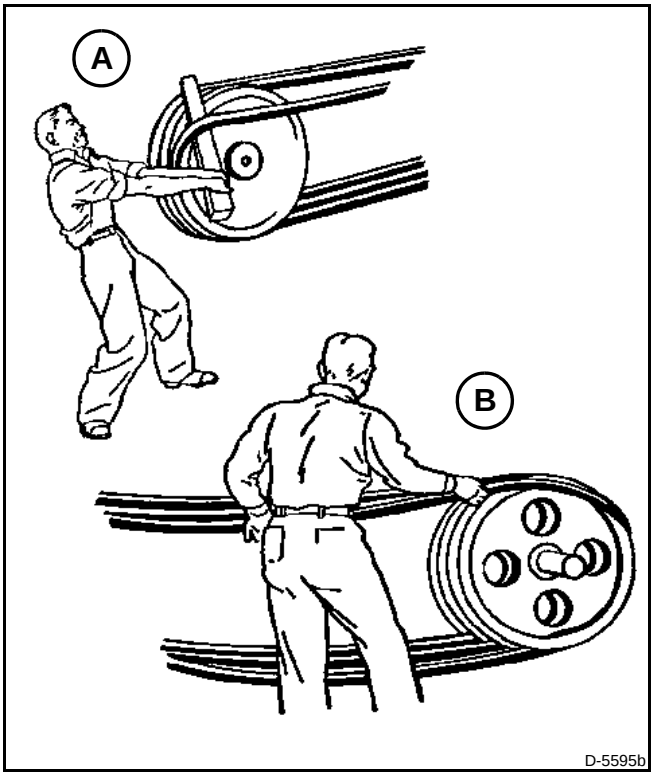

FIG. 101
FIG. 101: When replacing a belt, never force a belt over the rim of a pulley. Do not pry or use force to install the belt (A). This can break the cords in the belt. Loosen all the tensioners before installing the new belt. If the belt still can not be easily installed, run the belt over the rim while rotating the pulley (B).